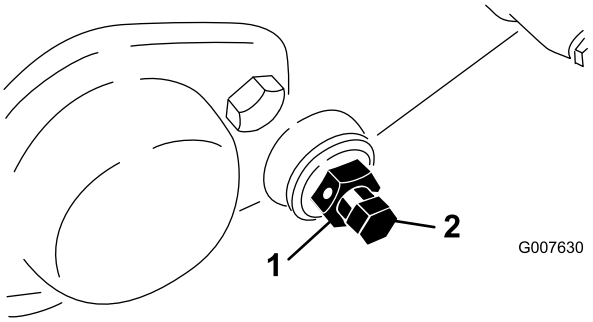

Figur 49
3. Lossa kontramuttern som fäster bulten till underknivsstången på vardera sidan av maskinen (Figur 49).
4. Ta bort bulten till underknivsstången så att denna kan dras nedåt och avlägsnas från maskinen. Beräkna (2) nylonbrickor och (2) stansade brickor av stål på vardera ände av underknivsstången (Figur 49).